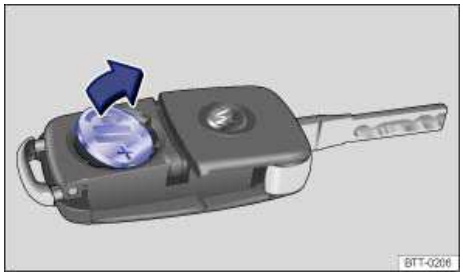

Fig. 22 Remote control vehicle key: Remove old battery.
- Use a thin object to pry the battery out of the battery compartment ⇒ fig. 22.
- Position the new battery in as shown ⇒ fig. 22 and press it into the battery compartment (opposite to direction of the arrow) ⇒ ⓘ.